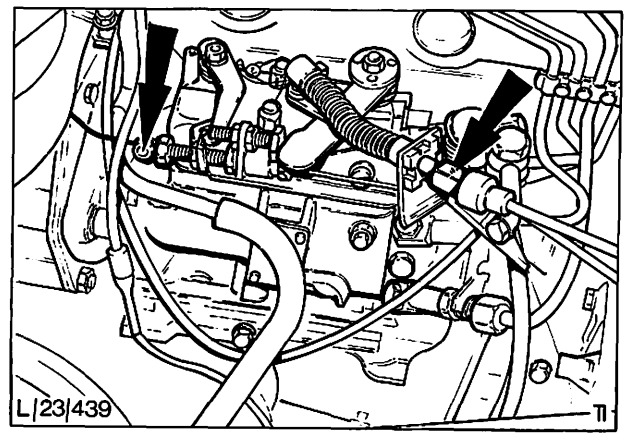

Abb. 60 Betätigungszug (linker Pfeil) – Anschluß an der Pumpe
4. Zug an der Pumpe lösen und abnehmen (Abb. 60).